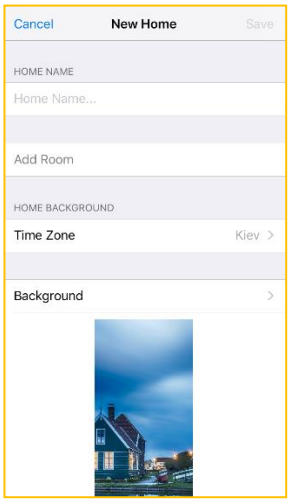

Figure 18
10.5.3. Fill in the required fields *(Fig. 18)*: